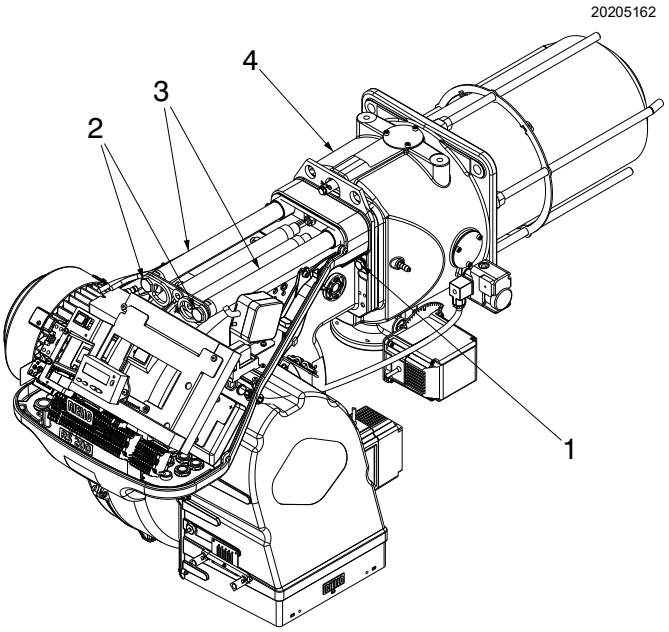

Fig. 24
La testa di combustione si chiude ruotando la vite 1) in senso orario (Fig. 24 a pag. 25).
- ➤ inserire il cavo dell'elettrodo e quindi far scorrere il bruciatore fino al manicotto, bruciatore nella posizione illustrata dalla Fig. 24;
- ➤ fissare il bruciatore al manicotto con la vite 1)(Fig. 24).